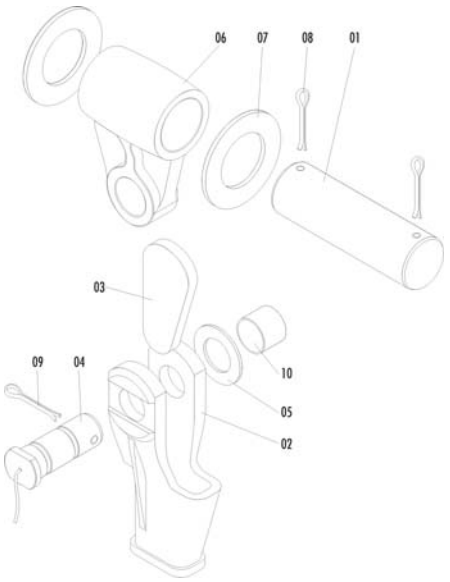

figure 4.5-b
- Remove the split pin (09) and extract load pin (04). The anchorage socket (02) will be released.
- Once the rope is slack, remove the wedge (03) and release the other end of the rope.
- Depending on the configuration, it is possible that all the parts, listed in Figures 4.5-b, do not appear.